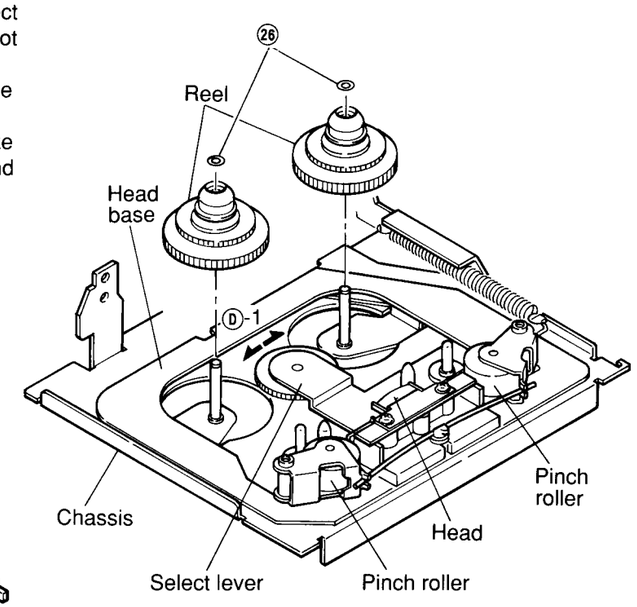

Figure 19
(1) Remove M1.7 two lock washers ㉖ (Refer to figure 19).
(2) Move the select lever in the direction marked Ⓓ-1 in the Figure and remove the reel by gripping the reel gear as shown in Figure 19.
(3) After replacement, mount the new reels following the removal steps in the reverse order.
(4) After mounting, check the tape speed and the wow and flutter with test tape MTT-111.